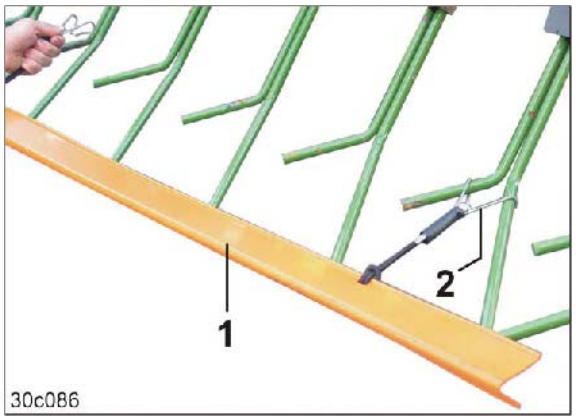

**Fig. 183**
8. Poussez la barre de sécurité routière en deux parties (Fig. 183/1) sur les pointes des dents du recouvreur FlexiDoigts, car ces dernières peuvent être agressives.
9. Fixez la barre de sécurité routière avec les éléments de fixation à ressort (Fig. 183/2) sur le recouvreur FlexiDoigts.